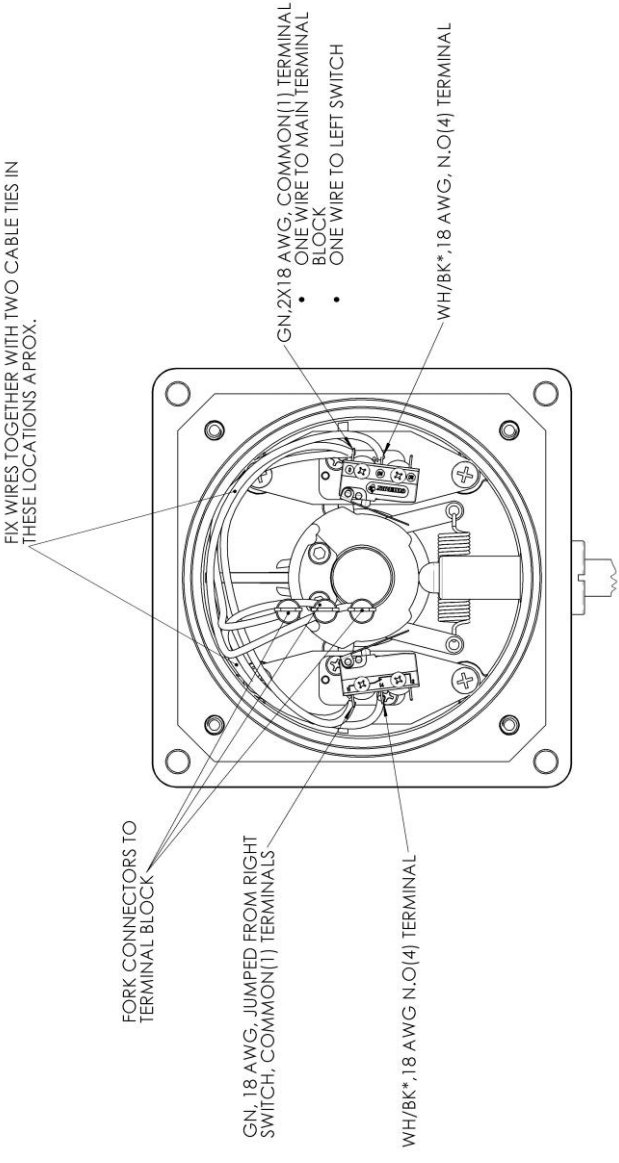
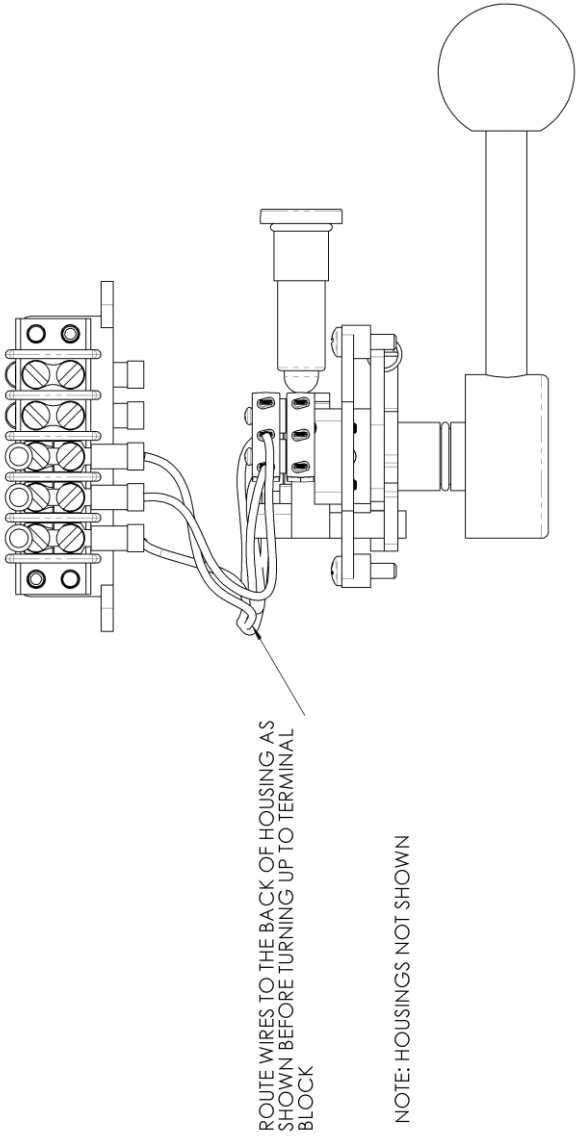

Figure 21: Wiring diagram from upper switches
Figure 22: Wiring diagram for upper switches, main terminal block
For upper switches, it is recommended to route the wires as shown in Figure 21 and Figure 22. For lower switches, the same path can be followed except the wires go to the right side terminal block.
19. Use X2 plastic cable ties to secure the routed wires together in the positions indicated in Figure 21.